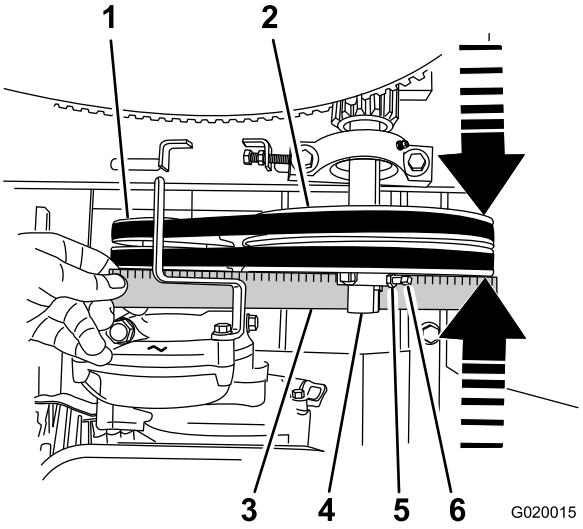

Figura 76
2. Coloque una regla sobre las caras de la polea del motor y de la polea tensora (Figura 76).
B. Afloje las contratuercas y los tornillos de fijación que sujetan la polea tensora al eje (Figura 76).
C. Dando golpecitos con un mazo de goma, mueva la polea tensora hacia adelante o hacia atrás en el eje hasta que la polea del motor y la polea tensora estén alineadas con la regla (Figura 76).
D. Apriete los tornillos de fijación y las contratuercas que sujetan la polea tensora al eje (Figura 76).